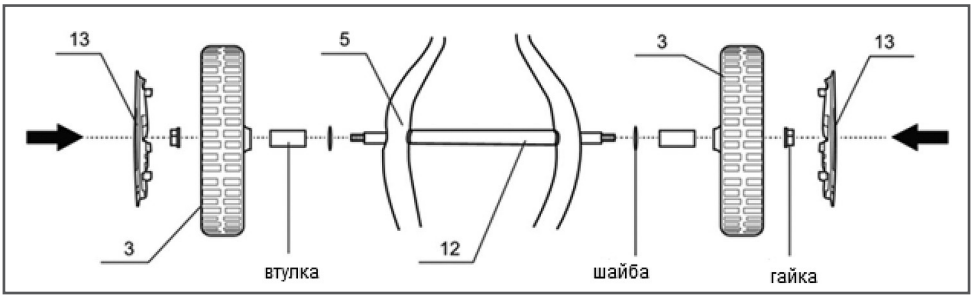

Рис. 3. Установка колес
4. Установите колеса 13 на ось колес 5 (Рис. 3). Для этого на концы оси наденьте шайбы, втулки, колеса 3 и закрутите их гайками. Защелкните колпаки колес 13.